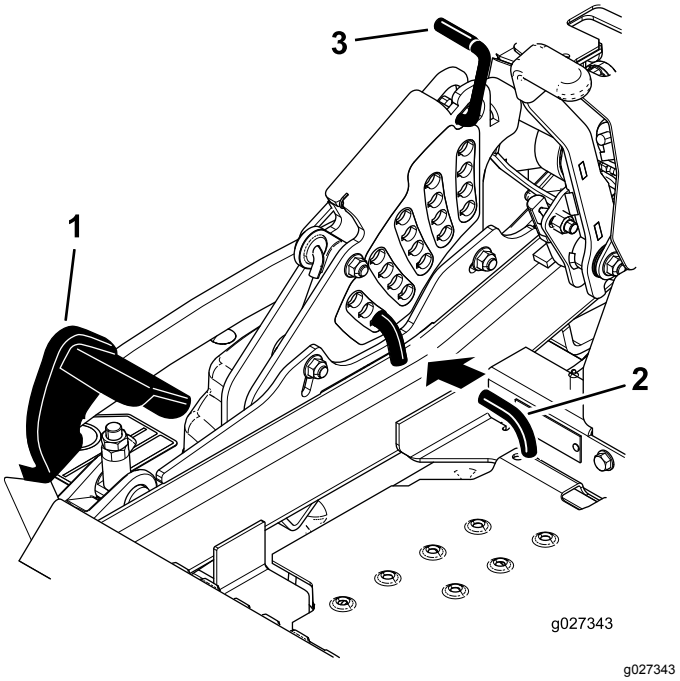

Figur 95
5. Tråkk løftepedalen for klippeenheten helt fremover slik at klippeenheten låses i transportstillingen på 14 cm (Figur 95).